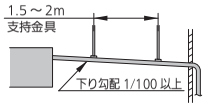

図13
- 下り勾配は（排水側を下に）1/100以上とってください。（図13）